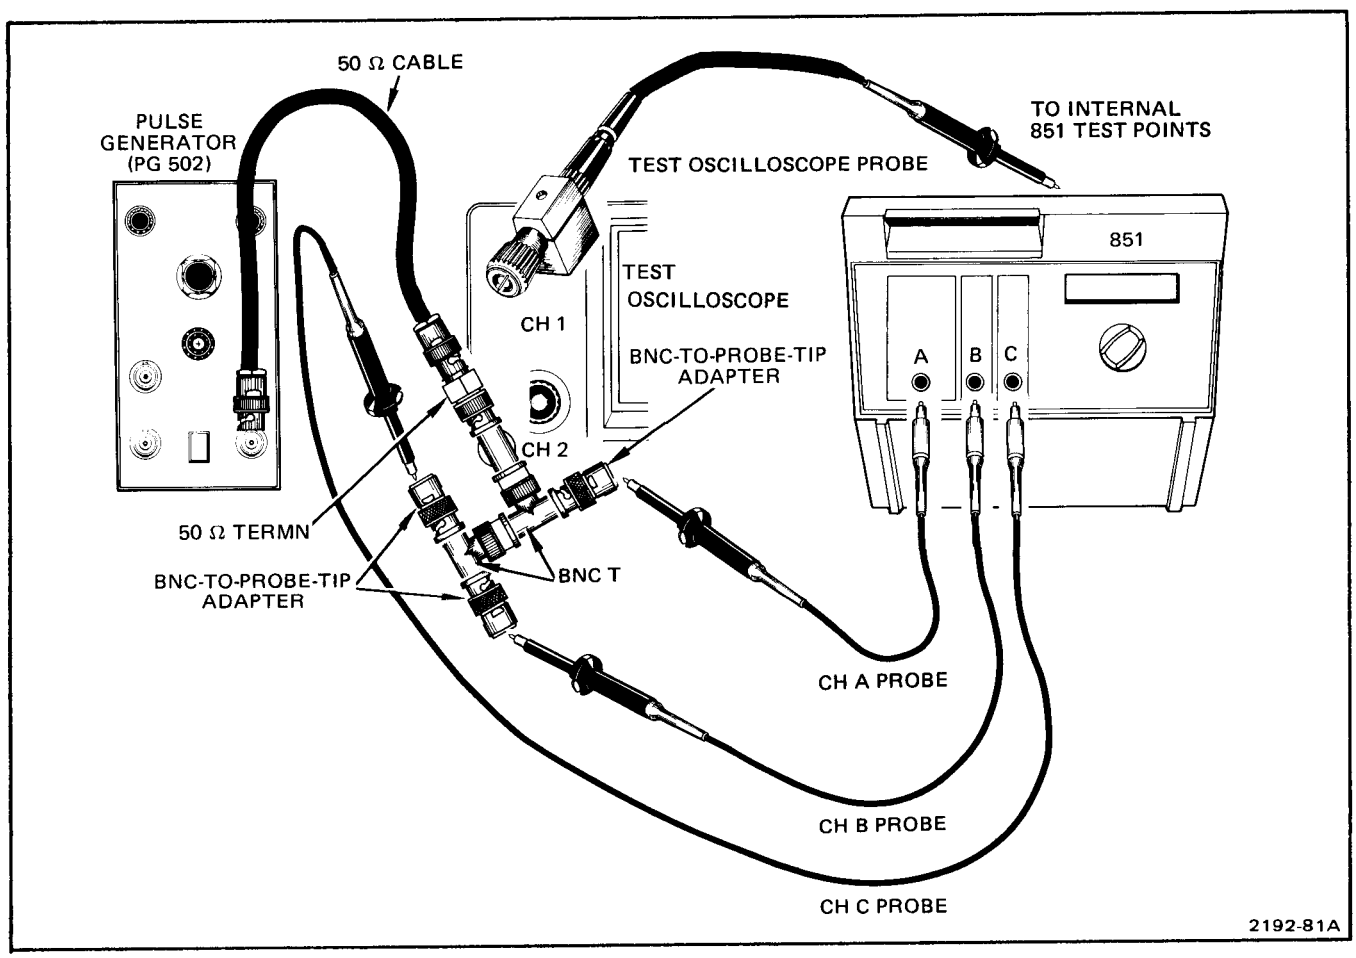

Fig. 4-3. Test equipment setup for INPUT FILTER adjustments.
See Fig. 4-3.
b. Connect test equipment as shown in Fig. 4-3.